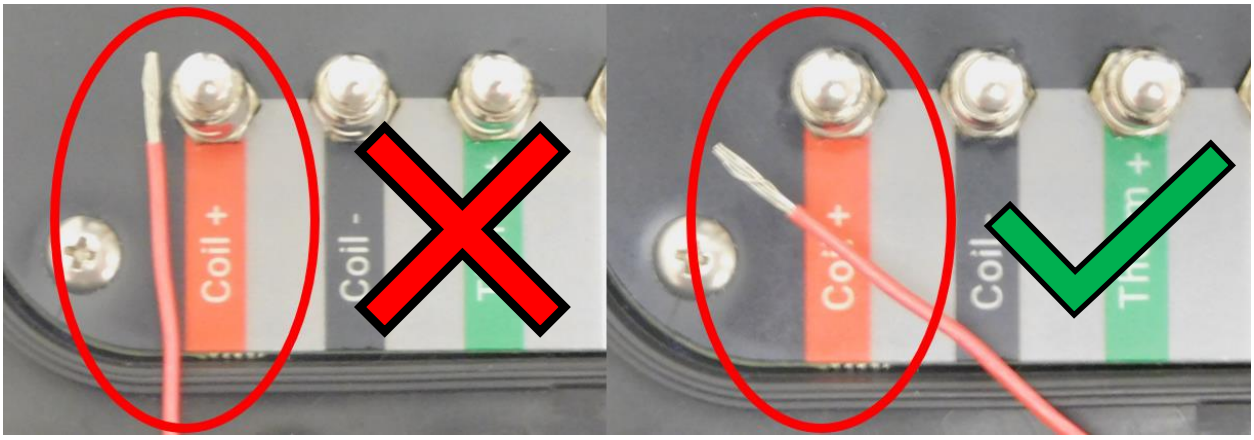

FIGURE 3-3 CORRECT ANGLE FOR WIRE INSERTION
3. Hold the wire parallel to the plane of the readout, to the left of the post, and at a slight angle to the terminal labels, as illustrated in Figure 3-3.